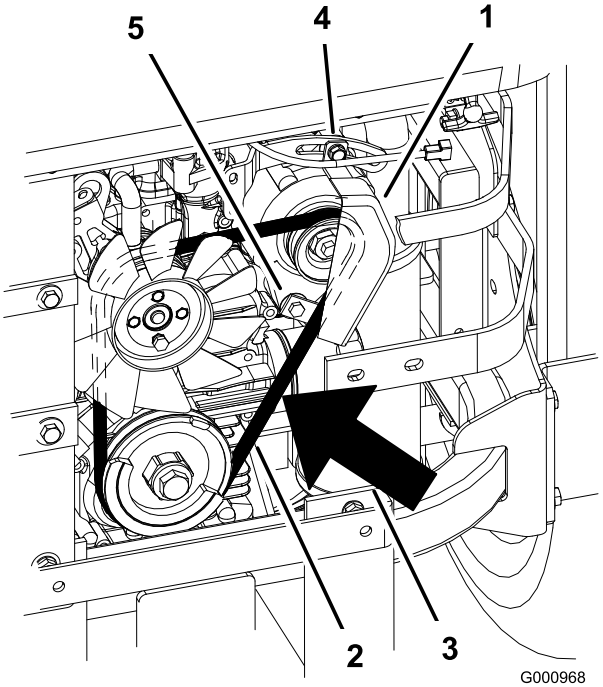

Figuur 75
2. Beweeg de wisselstroomdynamo naar buiten totdat de riem tussen de motor en de poelies van de wisselstroomdynamo een speling van 7 tot 9 mm heeft als deze wordt ingedrukt met een kracht van 10 kg (Figuur 75).
5. Als de speling correct is, draait u de onderste en bovenste bout vast (Figuur 75).